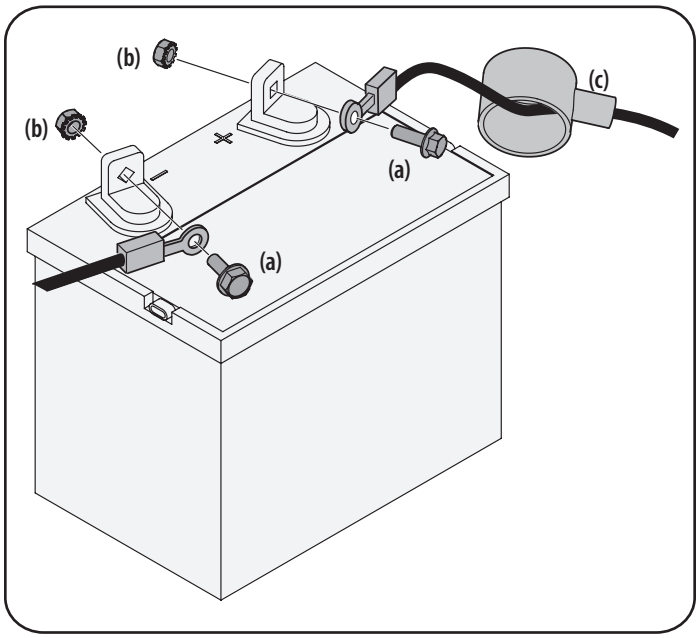

Figure 3
3. Remove the plastic cover, if present, from the positive battery terminal and attach the red cable to the positive battery terminal (+) with the bolt (a) and hex nut (b). See Figure 3.
4. Remove the plastic cover, if present, from the negative battery terminal and attach the black cable to the negative battery terminal (–) with the bolt (a) and hex nut (b). See Figure 3.